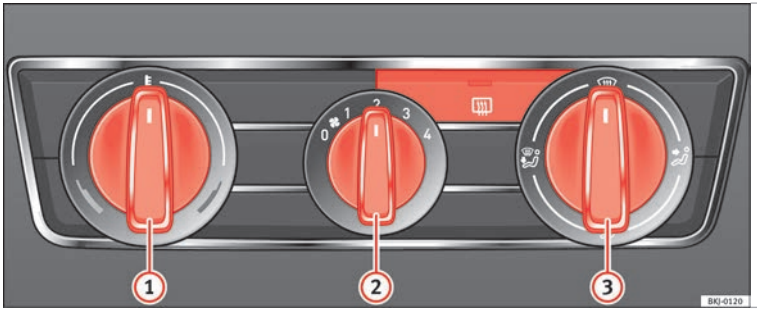

Fig. 174 Mandos de la calefacción en el tablero de instrumentos.
- Gire el regulador de temperatura **›› fig. 174** ① hacia la izquierda.
- Coloque el mando del ventilador ② en uno de los niveles 1-4.
- Dirija la corriente de aire con el mando regulador de la distribución de aire ③ hacia la zona que desee.
- Gire el regulador de la temperatura **›› fig. 174** ① hacia la derecha hasta alcanzar el grado de calefacción deseado.
- Gire el regulador de la temperatura **›› fig. 174** ① hacia la derecha hasta el nivel máximo de calefacción.
- Gire el mando del ventilador ② hasta el nivel 4.
- Gire el regulador de temperatura **›› fig. 174** ① hacia la zona de calefacción.
- Coloque el mando del ventilador ② en uno de los niveles 2-3.